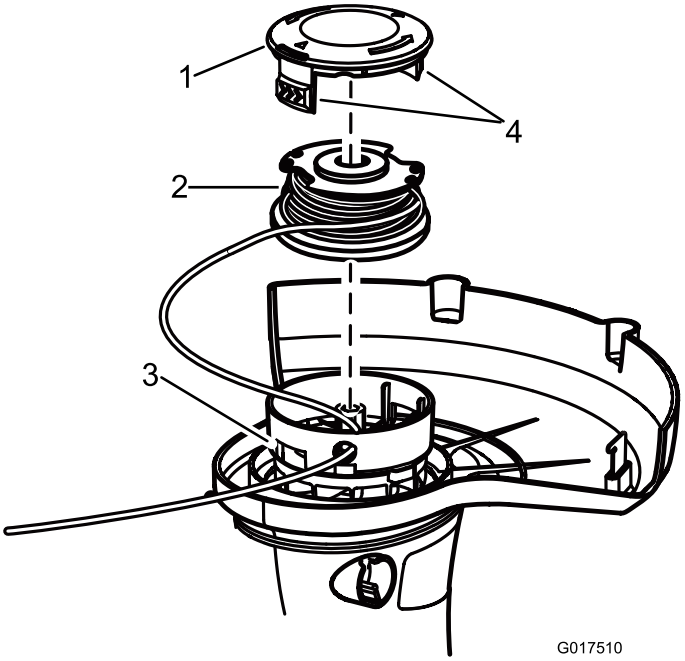

**Figura 12**
2. Presione las pestañas laterales del retén del carrete (Figura 12).
2. Retire el carrete. Ver Cambio del carrete (Figura 12).